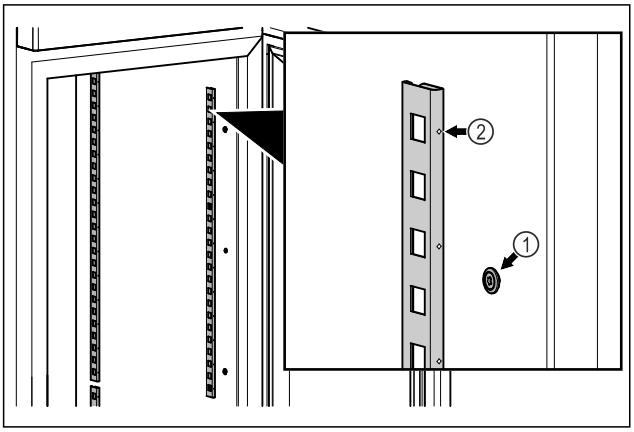

Fig. 85 Reprezentare exemplificativă
▶ Acroșați barele de prindere în sistemul de suspendare *Fig. 85 (1)*. Marcajul *Fig. 85 (2)* trebuie să fie orientat spre înainte.